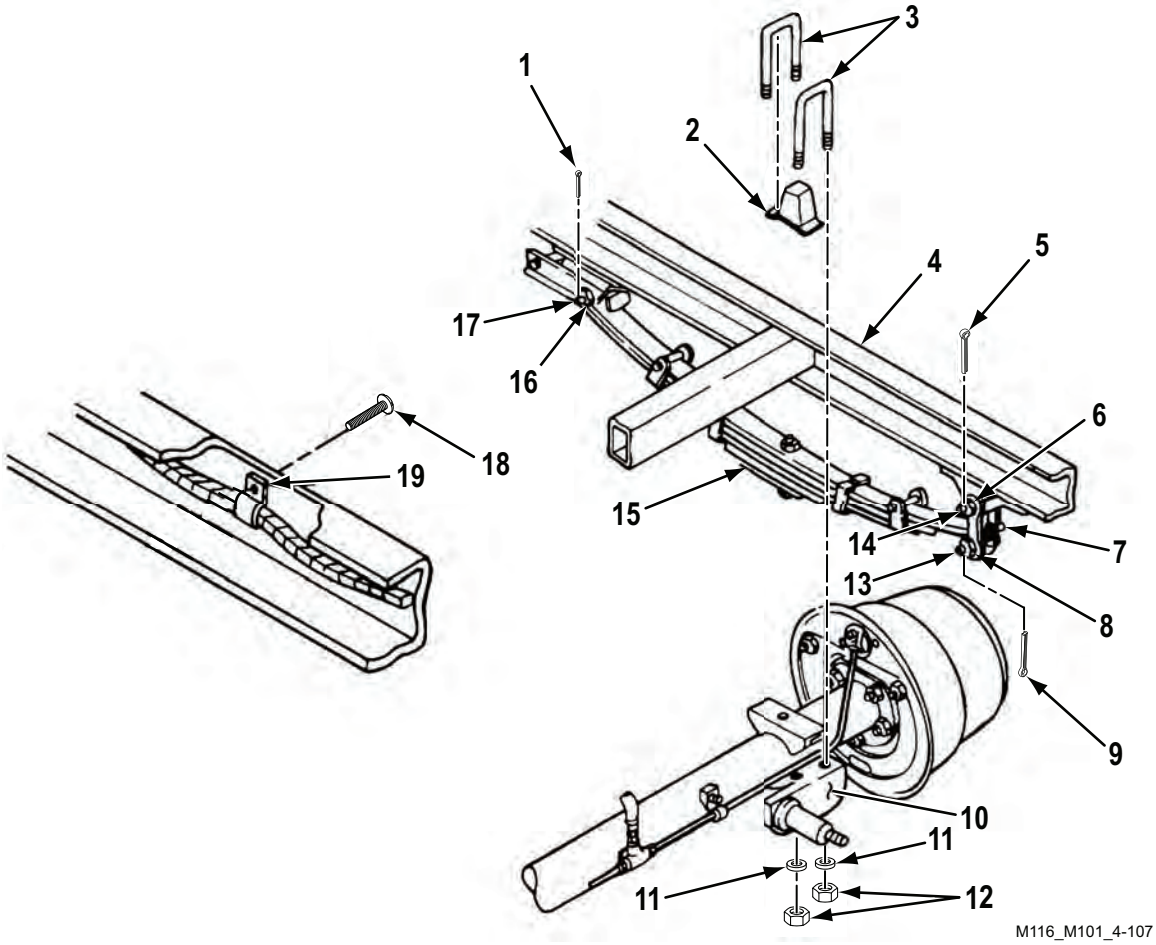

Figure 4. Bumper and Lubrication Fittings Installation.
5. Install bumper (Figure 4, Item 2) on spring assembly (Figure 4, Item 15). Install two U-bolts (Figure 4, Item 3) into grooves of bumper (Figure 4, Item 2) and through holes in spring plate (Figure 4, Item 10).
6. Install four washers (Figure 4, Item 11) and new self-locking nuts (Figure 4, Item 12) on two U-bolts (Figure 4, Item 3).
7. Tighten slotted nuts (Figure 4, Items 6, 8, and 16).
8. Align holes for three cotter pins (Figure 4, Items 1, 5, and 9) with slots in slotted nuts (Figure 4, Items 6, 8, and 16) and install three new cotter pins (Figure 4, Items 1, 5, and 9).
9. Install new lubrication fitting (Figure 4, Item 7) in each of three shackle pins (Figure 4, Items 13, 14, and 17).
10. Install screw (Figure 4, Item 18) into handbrake cable clip (Figure 4, Item 19) on frame (Figure 4, Item 4) and tighten.